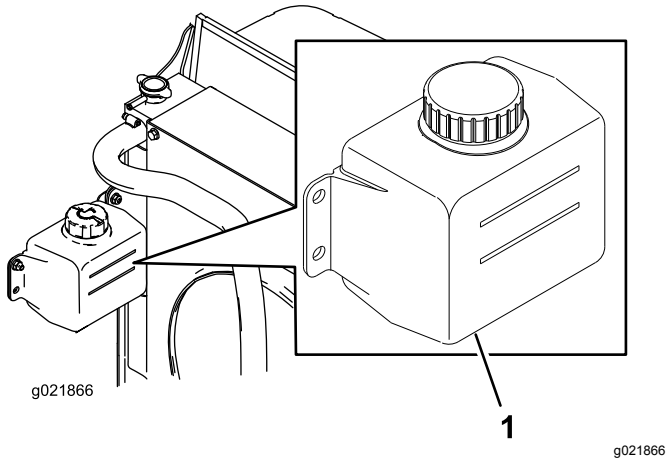

**Figur 28**
1. Kontroller kjølemiddelnivået i ekspansjonstanken (Figur 28).